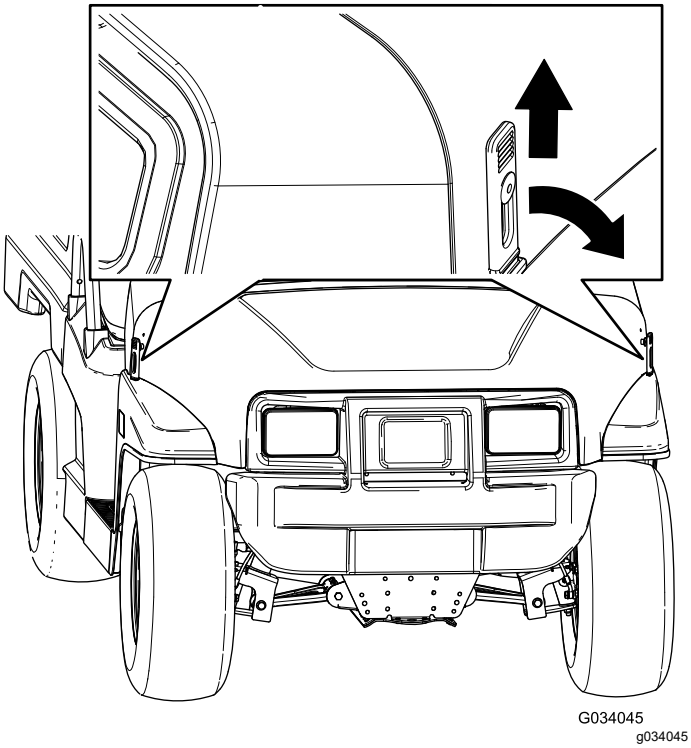

Bild 25
1. Heben Sie den Hebel der Gummiriegel an jeder Seite der Motorhaube an (Bild 25).
2. Fluchten Sie die Gummiriegel auf den Riegelankern an jeder Seite der Motorhaube aus, um die Motorhaube zu befestigen (Bild 25).